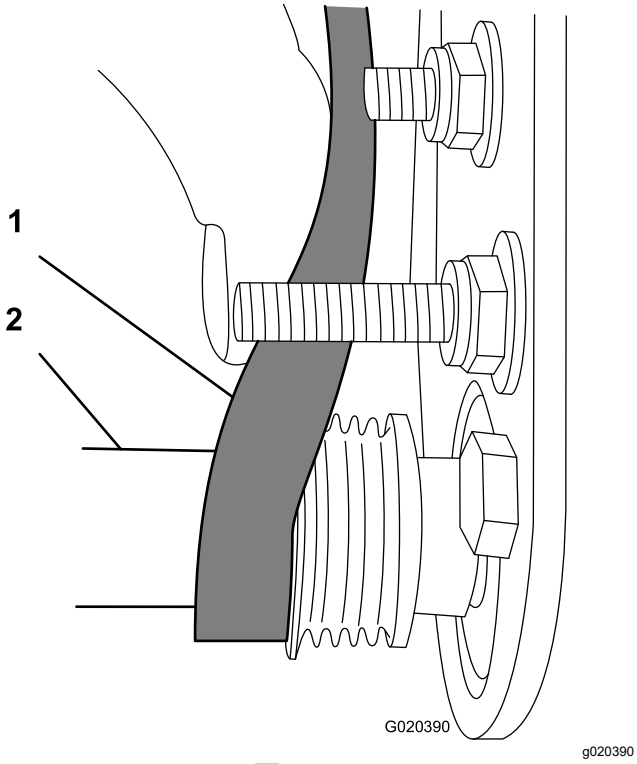

図 27
C. 深穴ソケット9/16"を使って、ブラシアセンブリを回転させながら、ベルトを受動プーリに掛けまわす図 27。